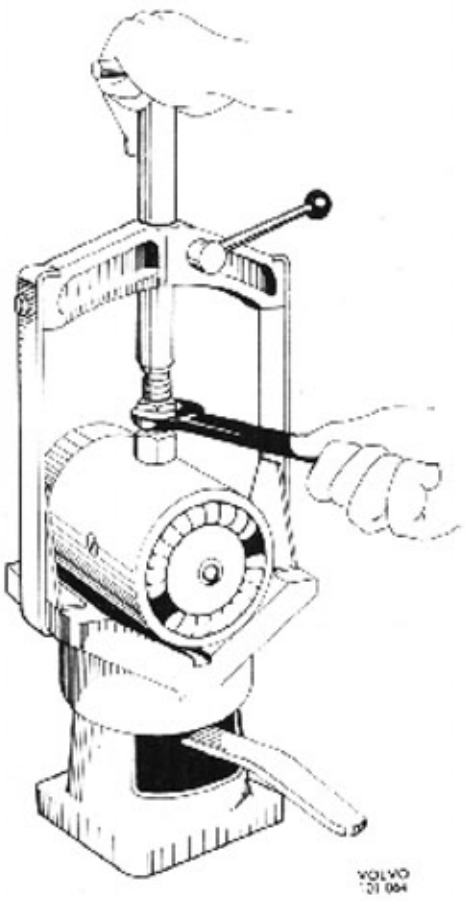

Bild 33-15. Uppspänningsbock för demontering av magnetlindning
3. Lägg in huset i en uppspänningsbock, se bild 33-15 och lossa polskruvarna.